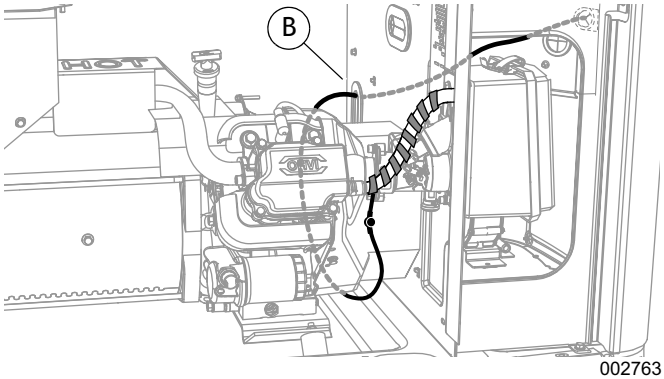

Рисунок 4. Прокладывание проводов нагревателя (серия 400)
2. См. ***Рисунок 4***. Проложите выводные провода под и за двигателем, как показано на рисунке.